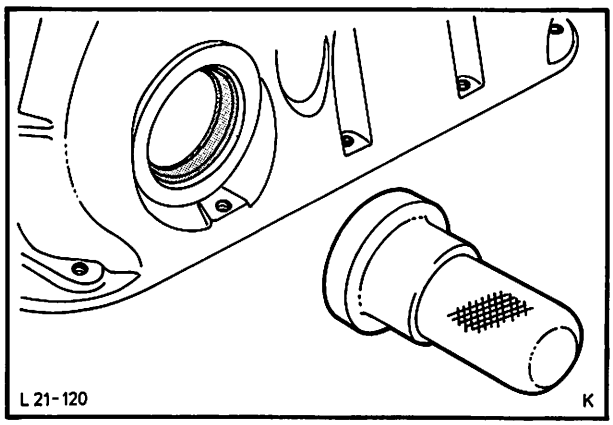

Abb. 157 Radialdichtring-Stirnraddeckel mit Spezialwerkzeug 21-070 (GC-6059) ausbauen
34. Radialdichtring-Stirnraddeckel mit Spezialwerkzeug 21-070 (GC-6059) ausbauen, Abb. 157.